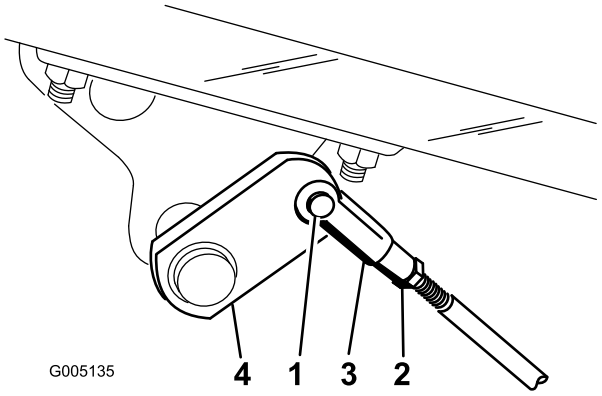

Figur 54
2. Koppla bort bromsstängerna genom att ta bort saxpinnen och sprintbulten om bromsarna inte låser sig lika mycket (Figur 54).
3. Lossa kontramuttern och justera sprinten (Figur 54).
4. Montera sprinten på bromsaxeln (Figur 54).